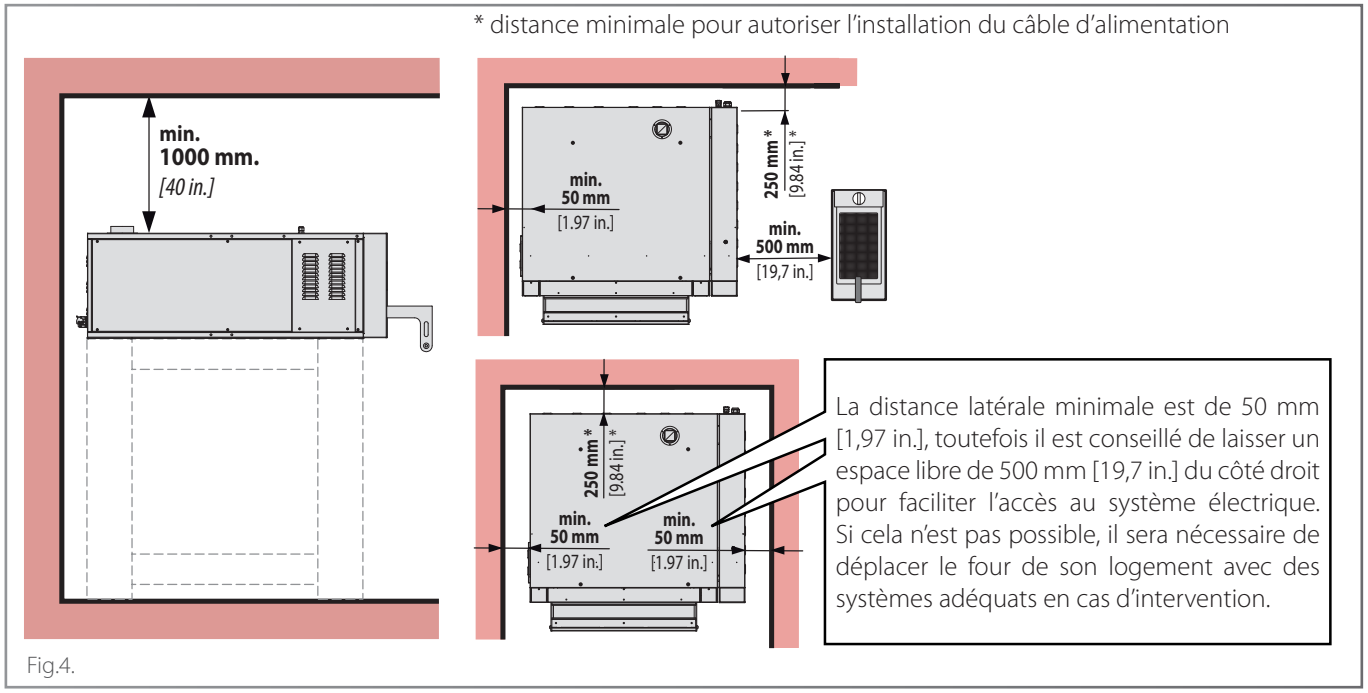

Fig.4.
• les distances minimales suivantes du four par rapport aux **murs,** aux autres **appareils**, **objets** et **matériaux combustibles** ▶ Fig.4. soient scrupuleusement respectées :